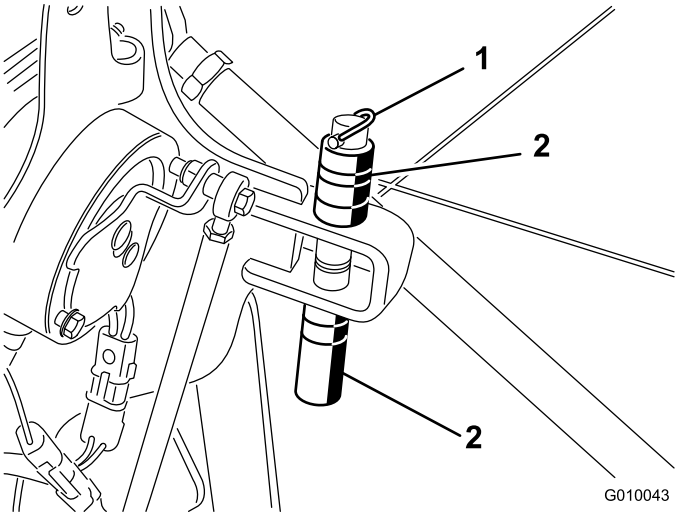

Figuur 28
1. Verwijder de lynchpen waarmee de afstandsstukken en dieptepennen zijn vastgezet (Figuur 28).